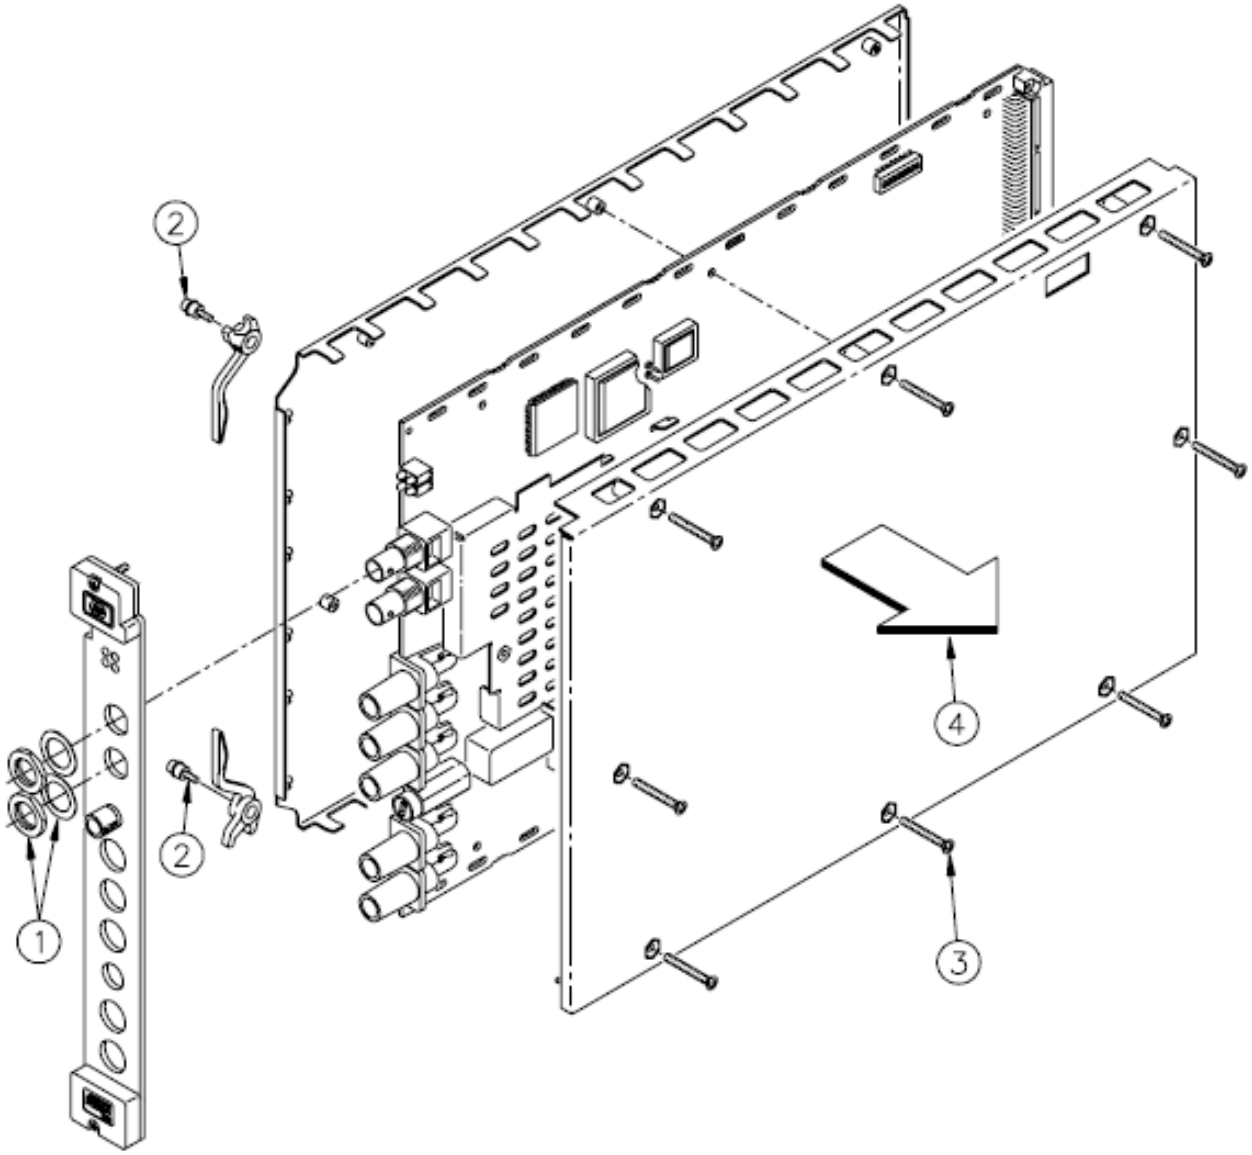

Figure 8-2 Disassembly/Reassembly of Keysight E1412A
Refer to Figure 8-2 and use the following steps to disassemble the Keysight E1412A. Steps 1, 2, 3 and 4 are called out on the diagram.
Refer to Figure 8-2 and use the following steps to reassemble the Keysight E1412A:
Step 1 Disassemble the module according to Figure 8-2 and the associated procedure.